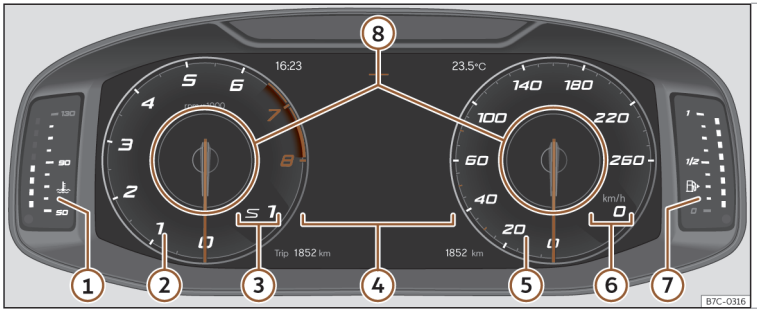

Fig. 50 Digital Cockpit en el tablero de instrumentos (vista clásica).
En todas las vistas se tiene la posibilidad de personalizar la información que aparece en **Perfiles de información**››› fig. 50 ⑧.
Las agujas de revoluciones por minuto y velocímetro aparecen en toda su longitud ››› fig. 50.